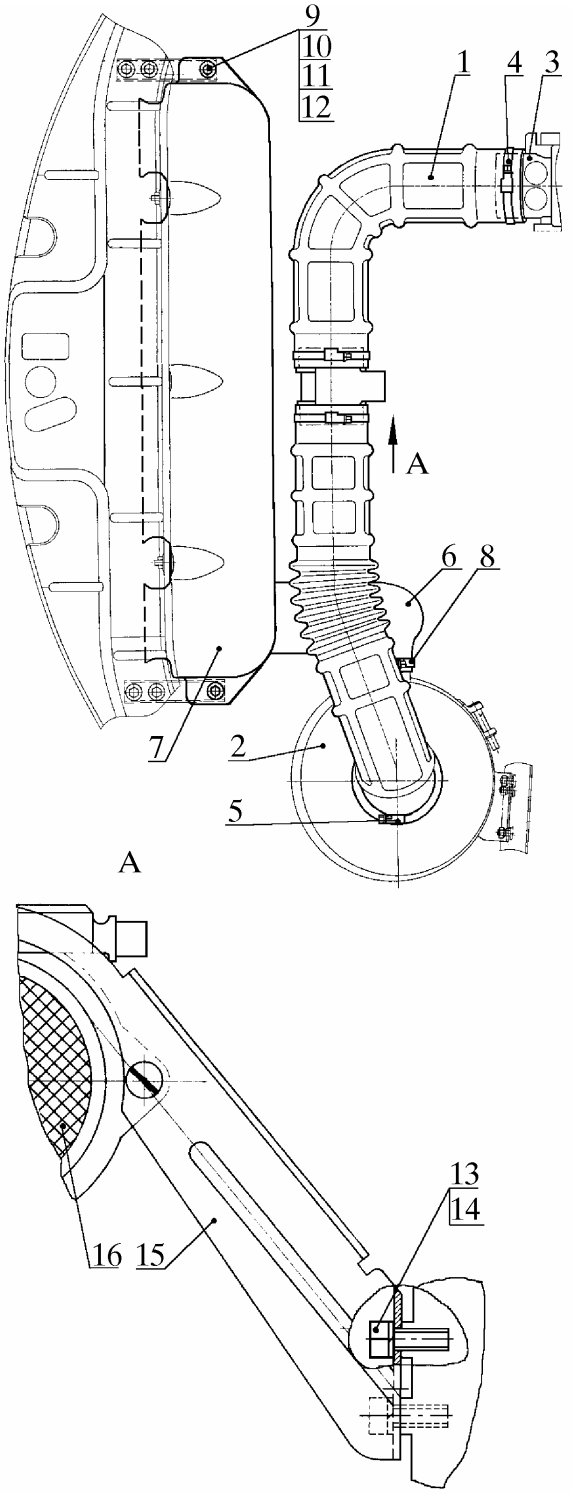

Рис. 8. Снятие воздухозаборника и шлангов воздушного фильтра:
4.6.1. Отсоединить шланг 1 (рис. 8) с датчиком расхода воздуха в сборе от дроссельного патрубка 3 и воздушного фильтра 2, ослабив крепление хомутов 4 и 5